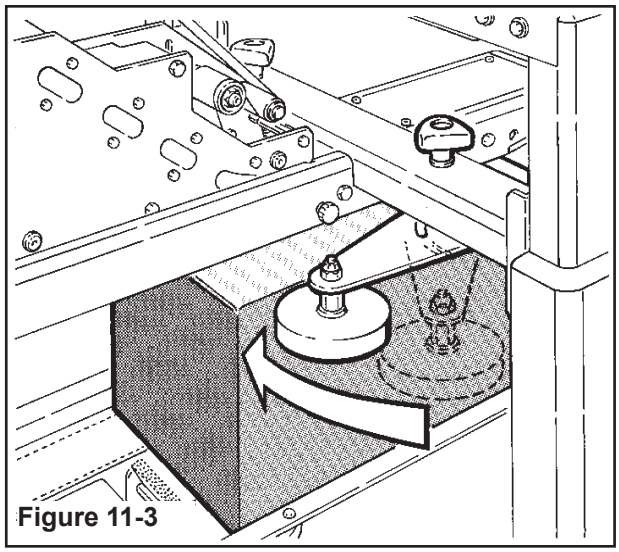

Figure 11-3
Run the box through the machine and press the EMERGENCY STOP BUTTON when the box is adjacent to the compression rollers. Move the compression rollers in to firmly press the top flaps together. Release Emergency Stop Button and press electrical ON (I) button **(Figure 11-3).**